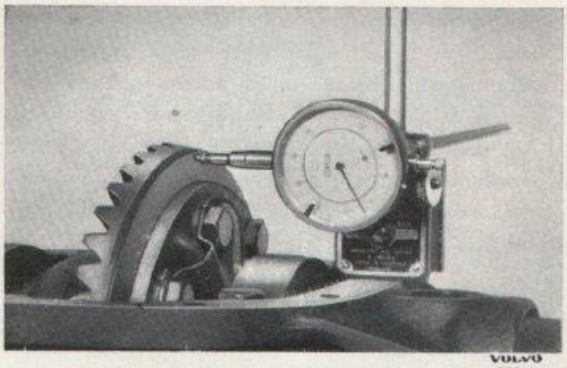

Bild 5-27. Mätn. av kronhjulets axialkast
12. Sätt på överfallen (2) med skruvar och drag skruvarna med 10—11 kgm. Anbringa en indikator mot kronhjulets baksida, se bild 5-27. Drag runt kronhjulet och mät dess axialkast. Detta får inte överstiga 0,08 mm.